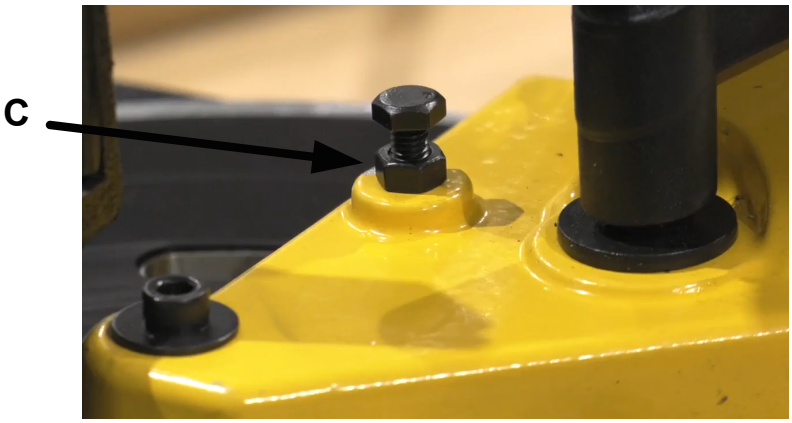

FIG 3
1. Use an wrench to loosen the set nut (C in Fig 3).
1. Turn speed adjustment dial (D, in Fig 3) clockwise to increase blade speed.
2. Turn speed adjustment dial (D, in Fig 3) counterclockwise to decrease blade speed.